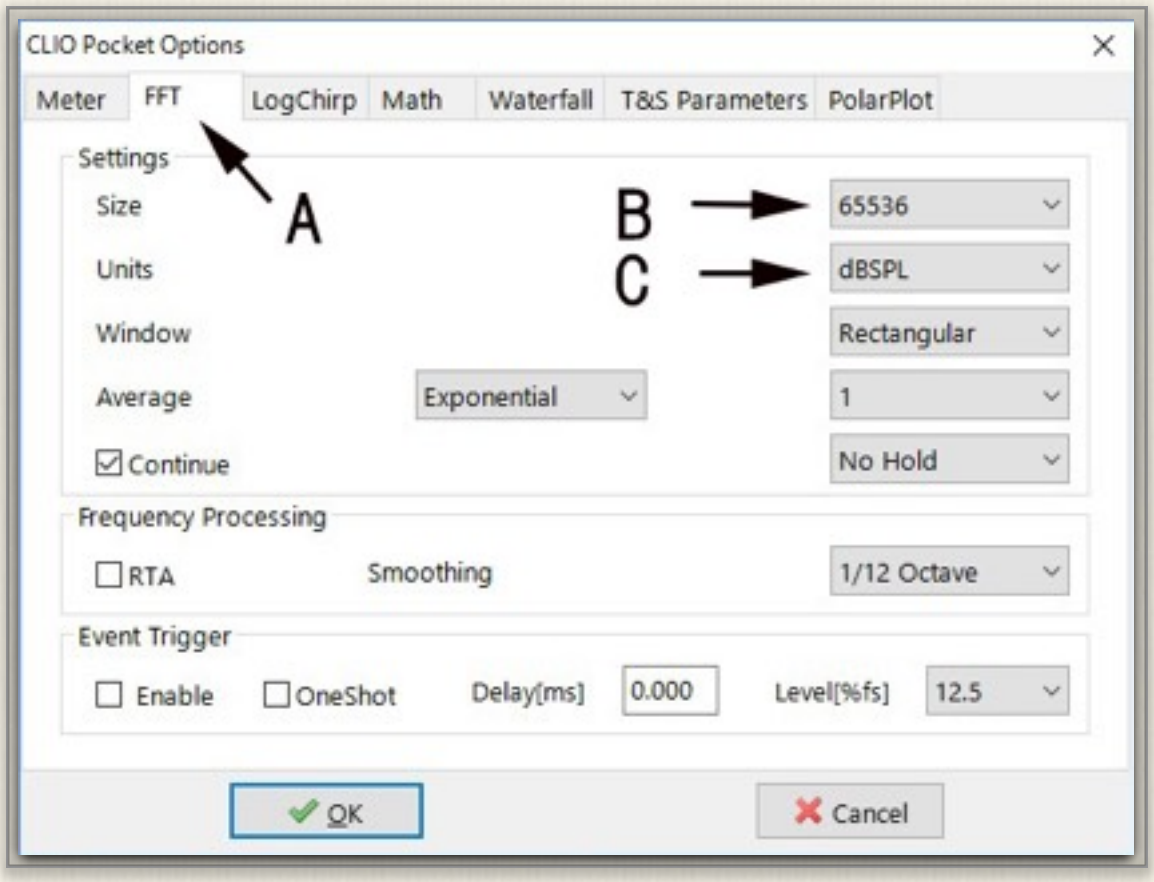

図4-1 FFT設定
① 図4-3矢印Aで図4-1「CLIO Pocket Options」画面を開き、矢印Aで「FFT」タブを開く
② FFT測定のポイント数は矢印B「65536」、またCは「dBSPL」とする